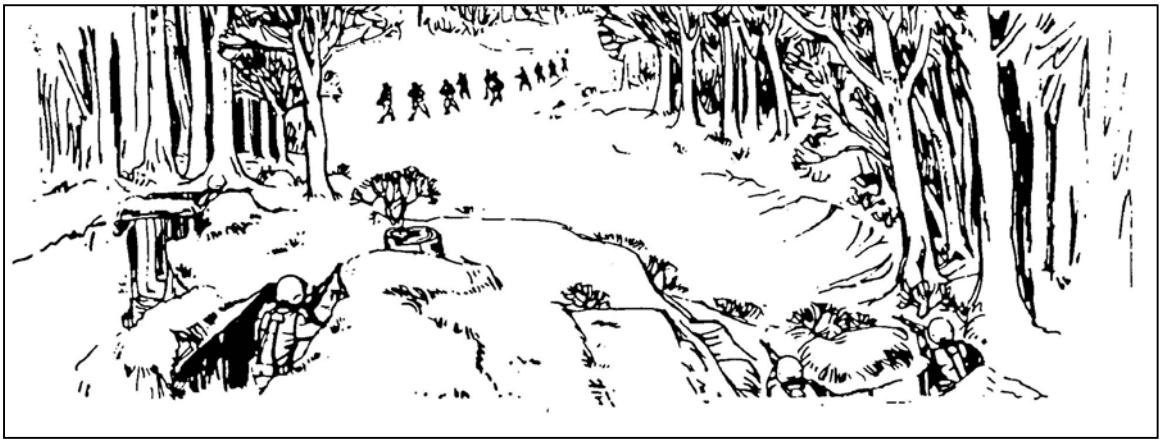

Figure 5-9. Linear targets with depth.
(3) *Linear Targets with Depth*. Linear targets with depth have sufficient width requiring successive aiming points in which the beaten zone does not cover the depth of the target area. A combined change in direction and elevation (traversing and searching) is necessary to effectively cover the target with fire (Figure 5-9, page 5-6). Traversing and searching fire are delivered at linear targets with depth.